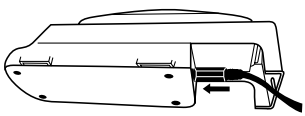

Fig. 1a
- Trousse de chargeur pour une pile TR-341N 3M^{MC} : Insérer le cordon d'alimentation c.c. de la trousse de chargeur pour une pile TR-941N 3M^{MC} dans le support de charge (Fig. 1a). Brancher le cordon d'alimentation dans une source d'alimentation c.a. (100 à 240 V), par exemple une prise de courant murale.